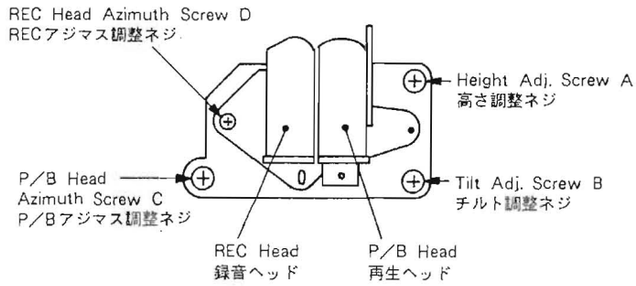

Fig. 5-4
2. Adjust height adjusting screw A shown in Fig. 5-4 so that tip of non-marked side of the jig B does not touch the guide of the rec/PB head, but the red marked side touches the guide.
Adjust tilt adjusting screw B (Fig. 5-4) as required. After completion of the adjustment, make sure the head height adjustment is not upset, using the step 2 above.